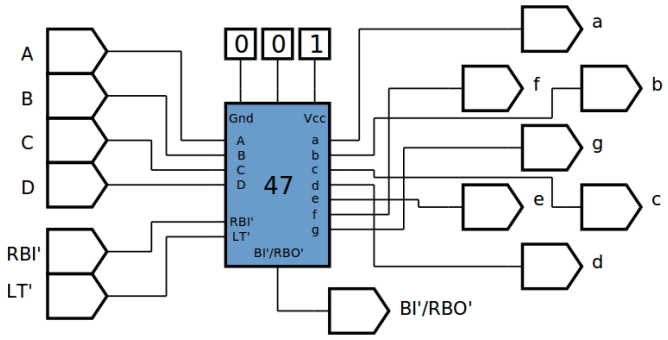

Figura 7.30 – Diagrama esquemático.
4. Utilize um programa de simulação em computador (SmartSim, Atanua, Qucs) faça a simulação do circuito da figura 7.30. Compare os resultados com a tabela 7.8.